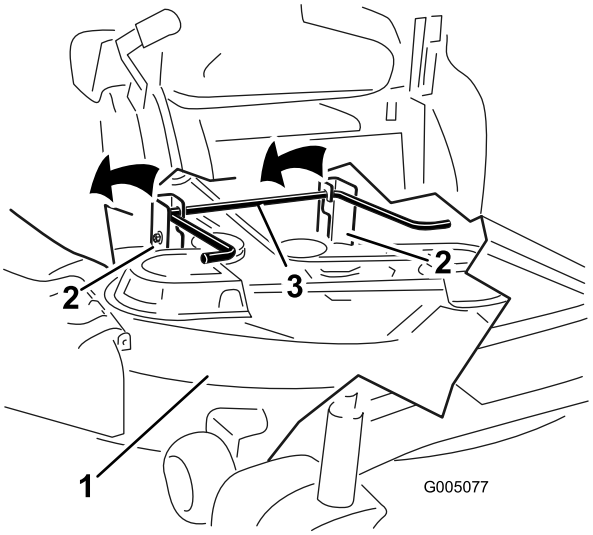

Figure 66
5. Lift the mower deck and hanger brackets clear of the rear lift rod and lower the mower carefully to the ground (Figure 66).
5. Lift the rear of the mower deck and guide the hanger brackets over the rear lift rod (Figure 66).